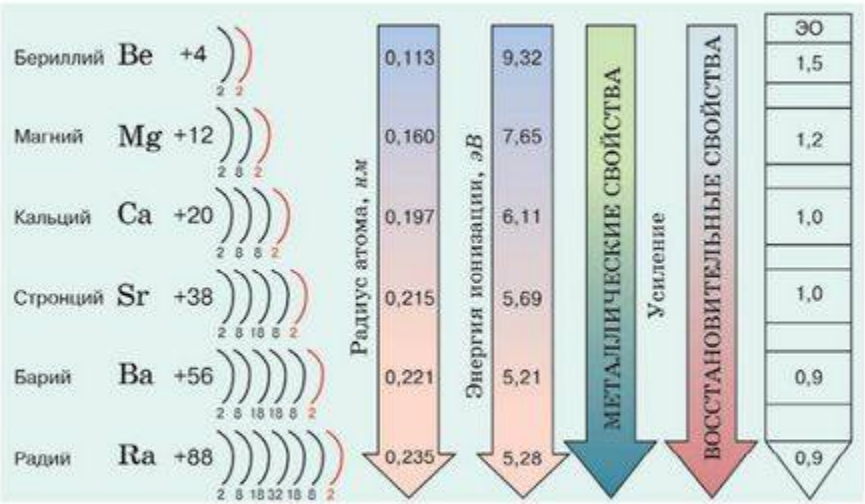

Рис. 70. Изменение свойств элементов по группам
- усиление металлических, восстановительных свойств (рис. 70).